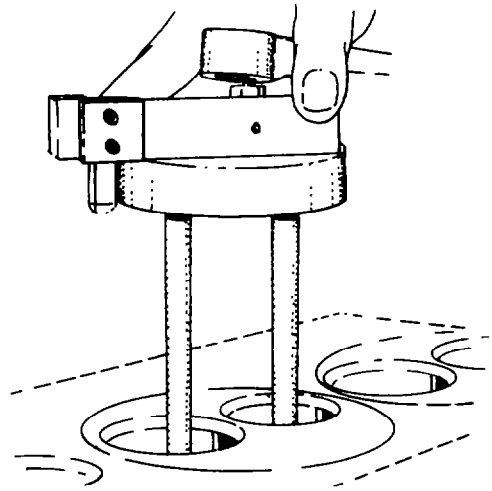

Fig. 24 — Installing Cutting Tool
b. Remove the tool from the cylinder head and reverse it so that the cutting bit comes in contact with the fire ring groove (see fig. 24).